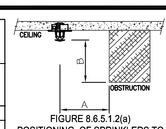

FIGURE 8.6.5.1.2(a)
NFPA 13R TABLE 8.6.5.1.2 + FIGURE 8.6.5.1.2. (B) STANDARD PENDENT AND UPRIGHT SPRAY SPRINKLERS